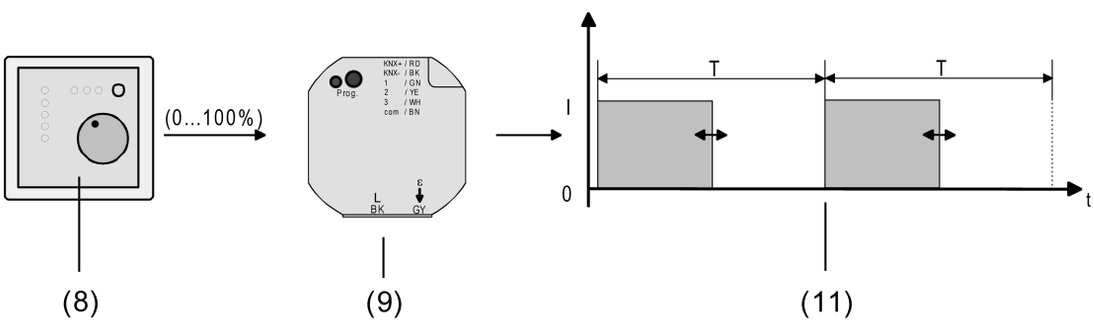

Figura 15: Principio di grandezza regolante con grandezza regolante continua
(8) Regolatore di temperatura ambiente (RTA) (grandezza regolante a "1 bit")
(9) Attuatore riscaldamento
(10) Segnale d'uscita a commutazione per azionamenti valvole
Il telegramma valore ricevuto tramite l'oggetto a 1 byte "Grandezza regolante" viene convertito dall'apparecchio, in modalità normale, in un segnale di commutazione equivalente con modulazione a larghezza d'impulsi in corrispondenza delle uscite valvola (figura 15). Il valore medio del segnale d'uscita risultante da questa modulazione, nel rispetto del tempo di ciclo impostabile nell'apparecchio (T), indica la posizione media della valvola di regolazione e rappresenta dunque un riferimento per la temperatura ambiente impostata (v. "Modulazione a larghezza d'impulsi con grandezze regolanti continue e posizioni nominali valvola continue").